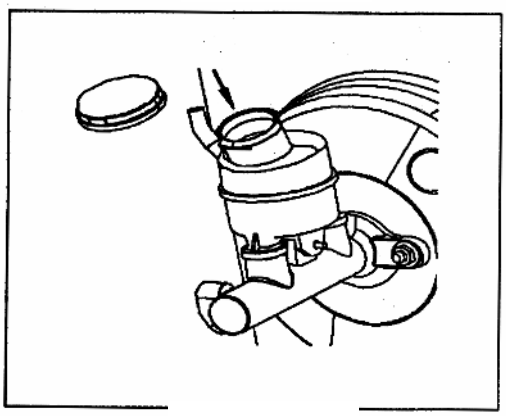

Рис. 625
9) Доведите уровень тормозной жидкости в бачке до требуемого (Рис. 625).